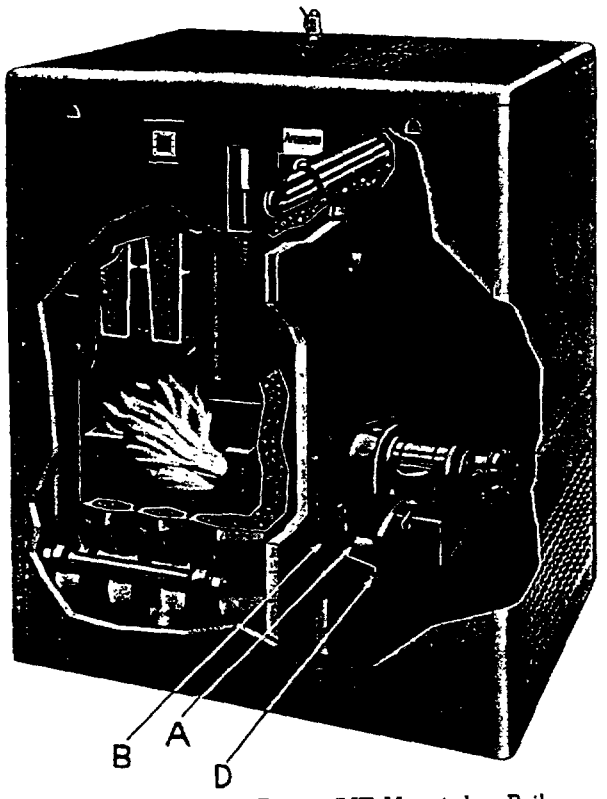

FIG. 4—Flange Type Burner (MF) Mounted on Boiler
OIL BURNER INSTALLATION—FLANGE TYPE—MF—(See Fig. 4)
3. Tighten burner to mounting flange with short hexagon head plug "D". See Figs. 4 and 8.